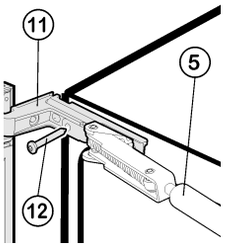

*Fig. 15*
- De sluitdemper *Fig. 15 (5)* opnieuw zo openen, dat de schroef terug kan worden ingedraaid. Schroef *Fig. 15 (12)***goed (met 4 Nm)** vastschroeven.